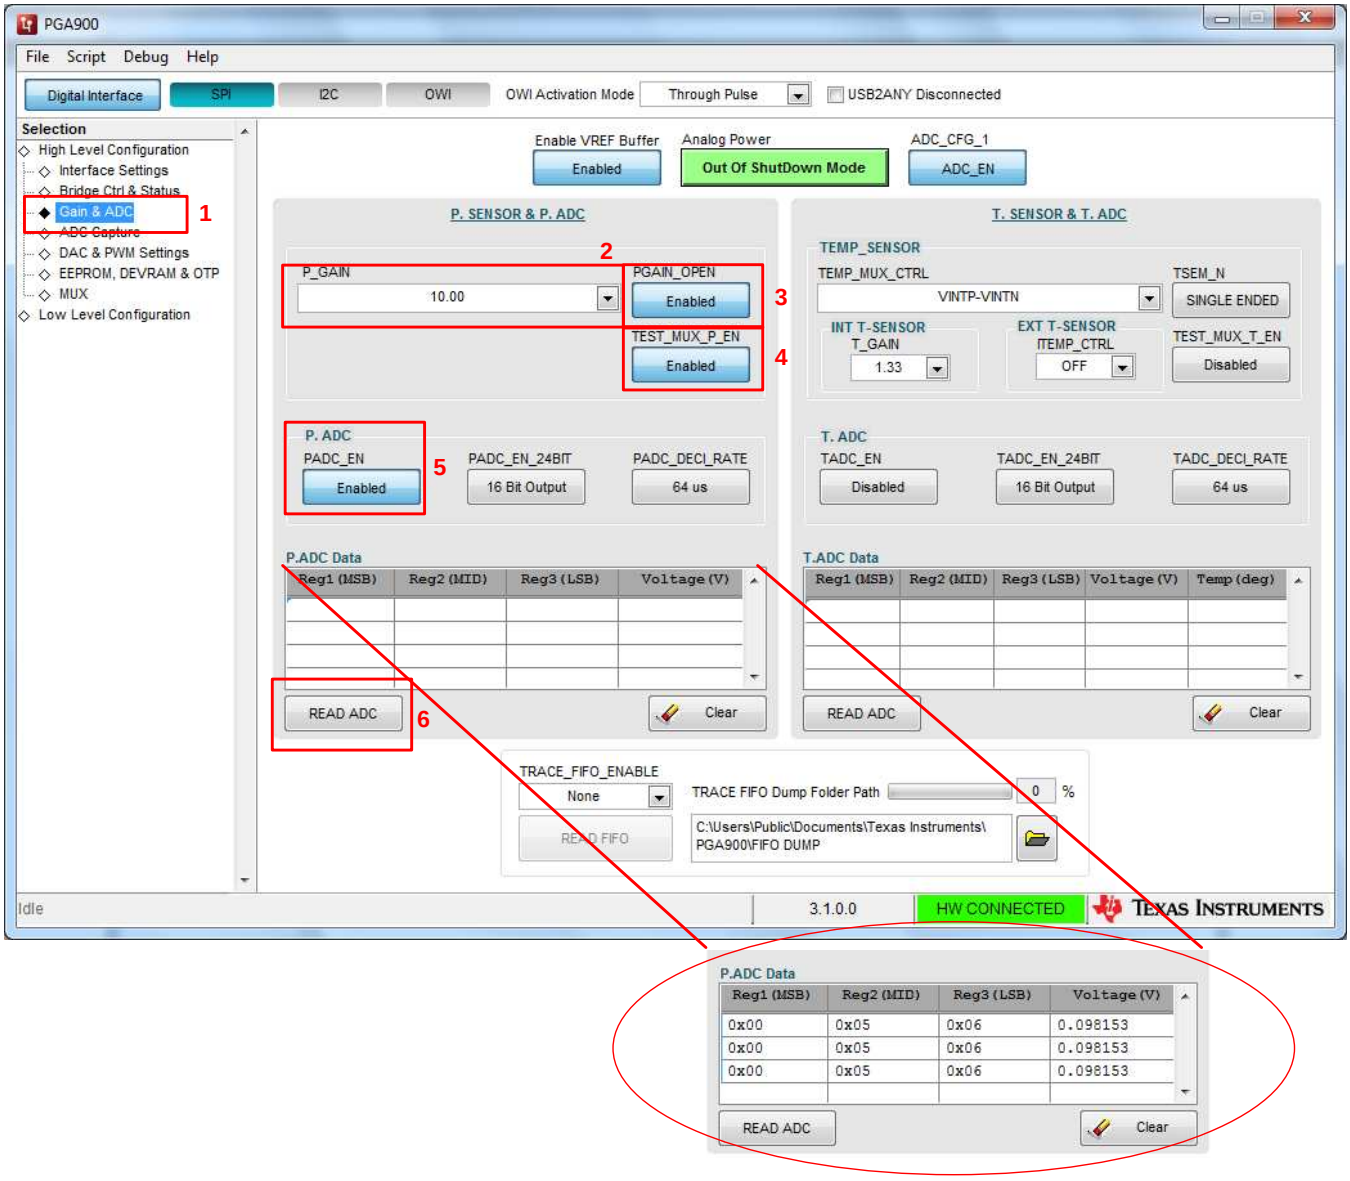

Figure 6. Configuring the PADC
4. Click on the “Gain & ADC” tab. Select a gain for the PGAIN and enable the multiplexers to connect the PGAIN to the PADC as shown in Figure 6. The number of bits and decimation rates can also be chosen. Then click on "Read ADC". For this particular example a gain of 10 V/V was selected for PGAIN and the differential input voltage was set to approximately 10 mV in the previous step. As a result, the ADC input voltage is close to 100 mV.